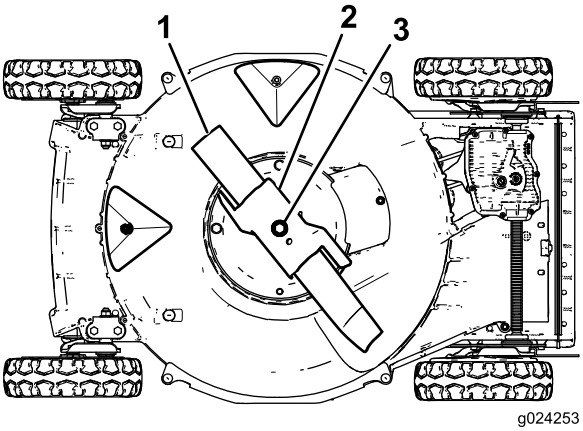

Figuur 23
4. Kantel de maaimachine **op zijn rechterkant** met het luchtfilter naar boven; zie Figuur 23.